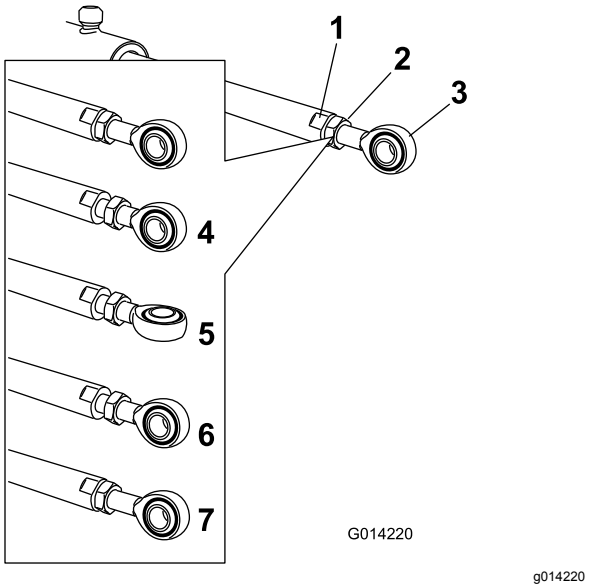

Figur 110
5. Använd en skiftnyckel på manövreringsstångens platta sidor för att hålla fast den och lossa sedan kontramuttern så att du kan reglera öglestången (Figur 110).
6. Vrid öglestången i manövreringsstången för att förkorta eller förlänga det utökade manövreringsorganet till önskat läge (Figur 110).